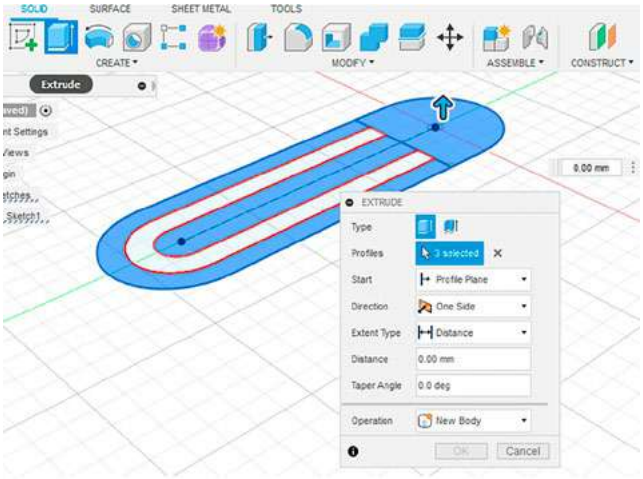

Рис. 11
3.1. Выделите профиль и выберите инструмент EXTRUDE во вкладке CREATE (рис. 11).